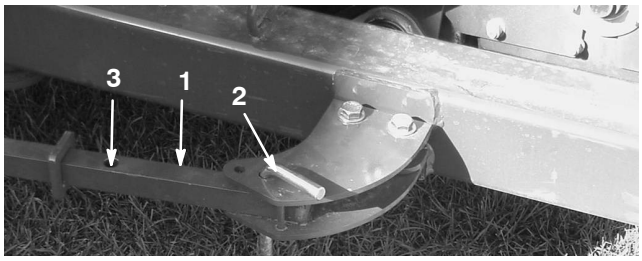
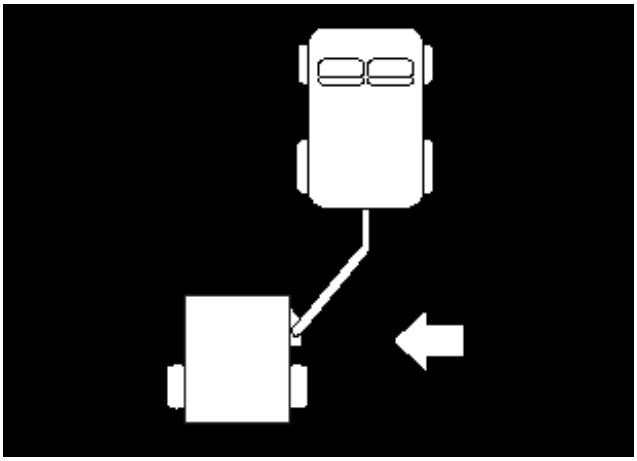

Figure 34
Figure 35
2. Retirez la goupille de fixation du bras de commande à la languette de commande avant (Fig. 34).
3. Poussez la balayeuse vers la gauche (Fig. 35) jusqu'à ce que la goupille puisse être introduite dans le trou arrière du bras de commande (Fig. 34).
4. Montez la goupille de fixation du bras de commande à la languette de commande avant (Fig. 34).